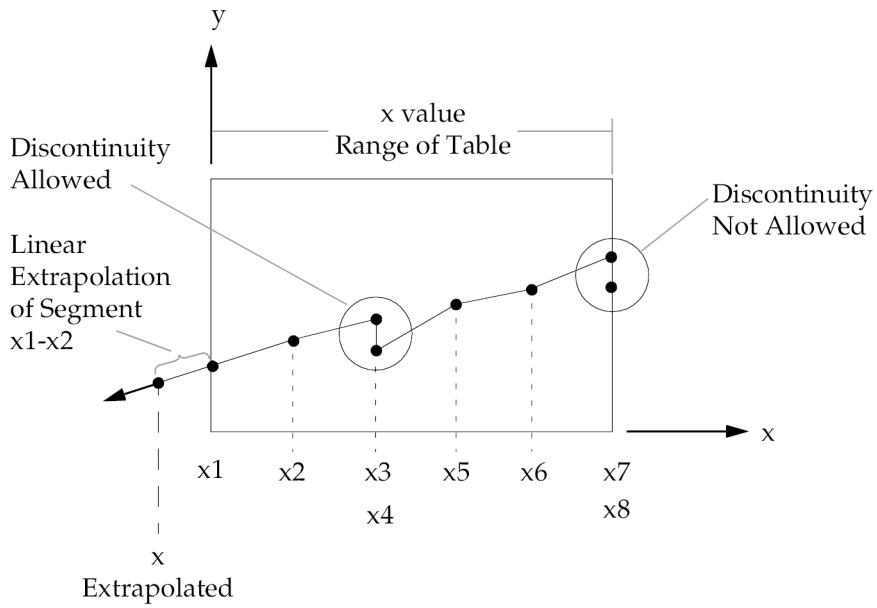

Figure 18-6. Example of Table Extrapolation and Discontinuity
2. Discontinuities may be specified between any two points except the two starting points or two end points. For example, in Figure 18-6 discontinuities are allowed only between points x2 through x7.
If y is evaluated at a discontinuity, then the average value of y is used. For example, the value of y at x3 = (x – X1) in Figure 18-6 is: